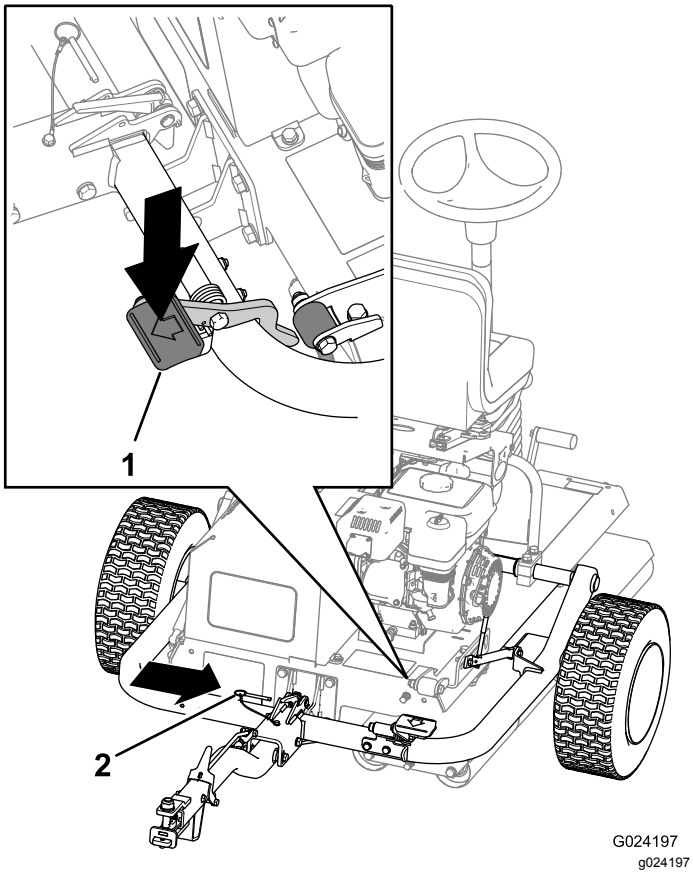

Rysunek 8
6. Nadepnij na pedał tak, aby hak zablokował się w odpowiednim miejscu (Rysunek 8).
7. Wsuń kołek zabezpieczający (Rysunek 8).